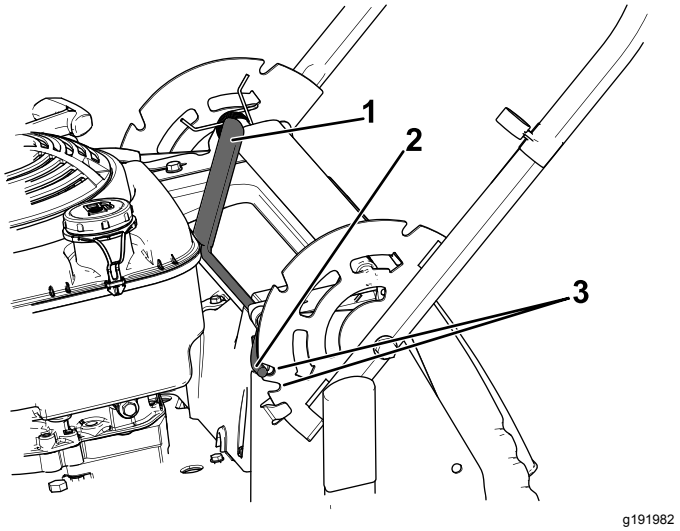

Figur 15
1. Træk håndtagets låsearm bagud for at udkoble låsearmens stifter (Figur 15).
2. Drej håndtaget og placer det relevante hak i håndtagskonsollen i forhold til låsearmens stifter; se Figur 15.